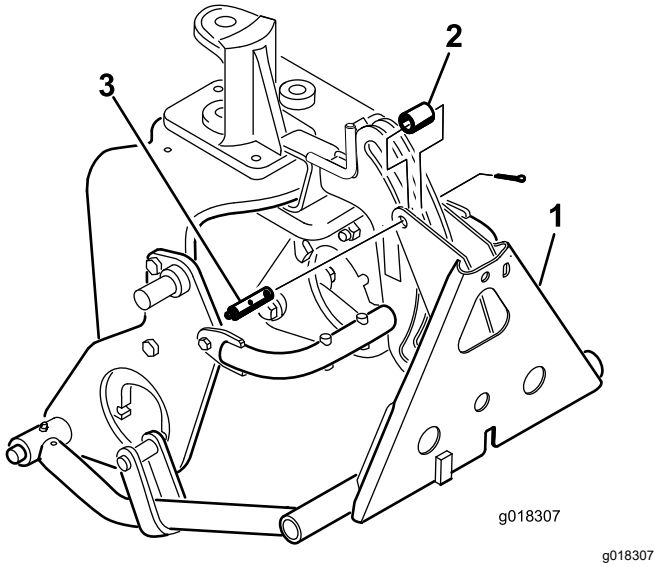

Bild 16
8. Befestigen Sie den Rahmenadapter mit einem Rohr, einem Lastösenbolzen und einem Splint am Kupplungsrahmen (Bild 16).